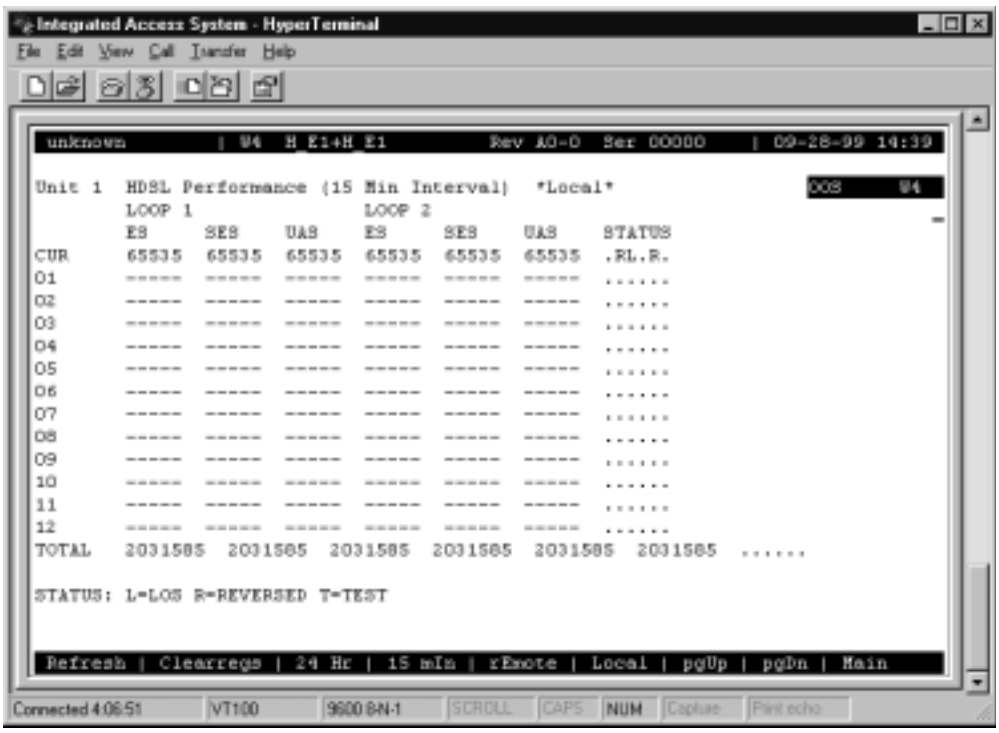

Figure 7-29.Typical Adtran E1/HDSL Performance Data Screen (local 15-minute interval)
Figure 7-29 shows the Adtran E1/HDSL Performance Data Screen for the WAN-U card. The screen will display statistics for either Unit 1 (HDSL module 1) or Unit 2 (HDSL module 2), depending on which one you choose in the HDSL Screen.
Figure 7-29 shows the number of Errored Seconds (ES), Severely Errored Seconds (SES), and Unavailable Seconds (UAS) in loops 1 and 2 (local or remote), in either 15-minute or 24-hour increments. This allows for four different possible displays:
In 15-minute intervals, 12 historical time periods are shown on the left side of the screen (Figure 7-29). By pressing "**d**" (**pgDn**) in that screen, you can view historical time periods 13 through 24. Press "**d**" again to display historical time periods 25 through 32. These periods record the activity for the past thirty-two 15-minute periods, thus providing eight hours of historical data.